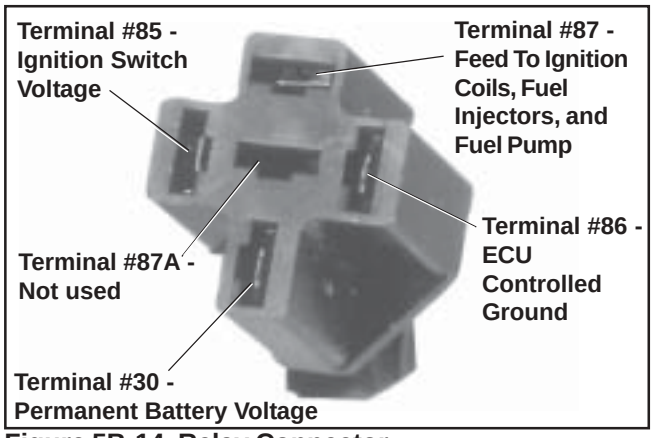

Figure 5B-14. Relay Connector.
2. Connect black lead of VOA meter to a chassis ground location. Connect red lead to the #86 terminal in relay connector (see Figure 5B-14). Set meter to test resistance (Rx1). Turn ignition switch from **"off"** to **"on"**. Meter should indicate continuity (ground circuit is completed) for 1 to 3 seconds. Turn key switch back off.